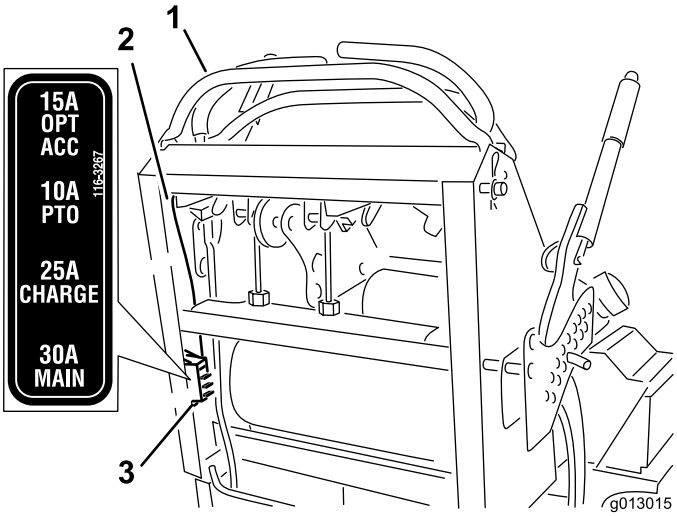

Figura 55
2. Tirate il fusibile per estrarlo e sostituirlo (Figura 55).